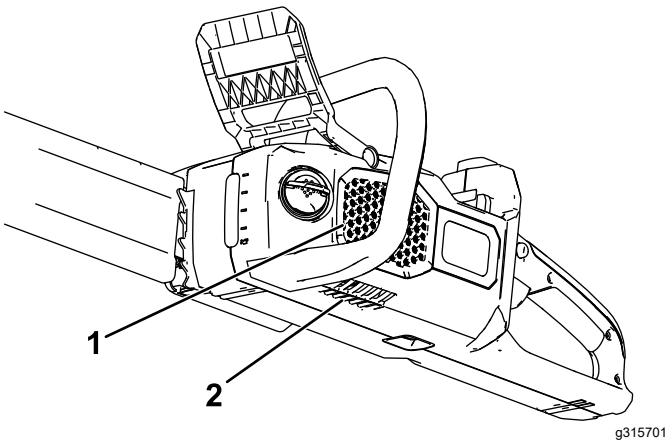

Figur 6
1. Påse at ventilene på motorsagen er fri for støv og rusk (Figur 6).